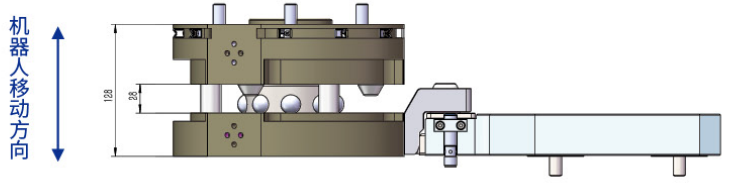

图 5.5 机器人侧与工具盘即将结合
6. 沿方向 z 移动到用于更换工具的中间位置，连接位置上方 28mm 处（尺寸 z，参见图 5.5）。